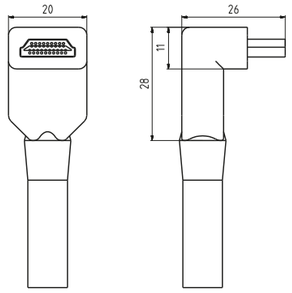
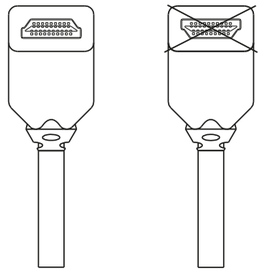

Rys.3/ Maksymalne wymiary wtyku kątowego
Rys.4/ Budowa końcówki wtyku
- istnieje konieczność stosowania dedykowanego przewodu z wtykiem kątowym o wymiarach nie większych niż na rys. 3, z odpowiednio ukierunkowaną końcówką (rys. 4).